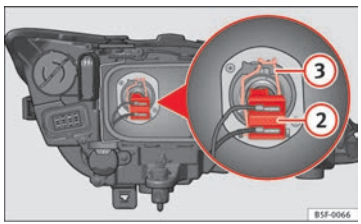

Fig. 140 Médios
– Retirar o conector ⇒Fig. 140 (2) da lâmpada.
– Desengate a mola de fixação ⇒Fig. 140 (3) pressionando-a para dentro e para a direita.